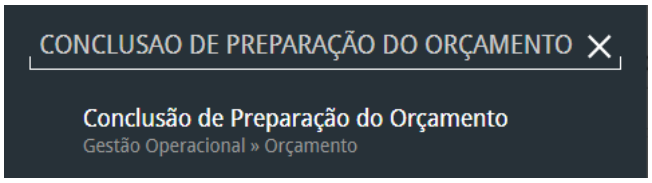

Figura 390: Caminho
2. Digite **Conclusão de Preparação do Orçamento** na barra de pesquisa (Figura 390) e selecione o resultado correspondente.